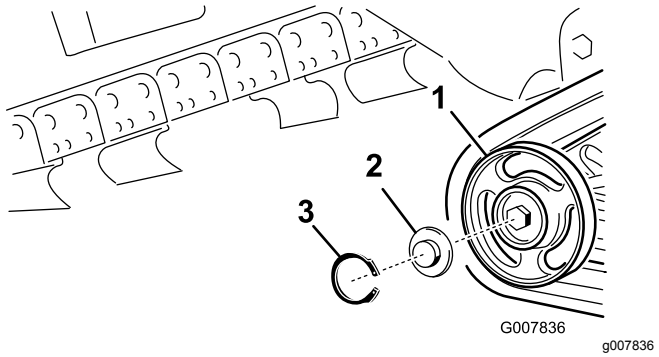

Figuur 51
2. Verwijder de snapring en dop van een wegwiel (Figuur 51).
3. Controleer het smeervet onder de dop en rond de pakking (Figuur 51). Als er geen vet is of als het vet vuil of zanderig is, verwijder dan al het vet, vervang de pakking en breng nieuw smeervet aan.
5. Plaats de ingevette wegwieldop op de kop van de bout (Figuur 51).
6. Zet de wegwieldop vast met de snapring (Figuur 51).